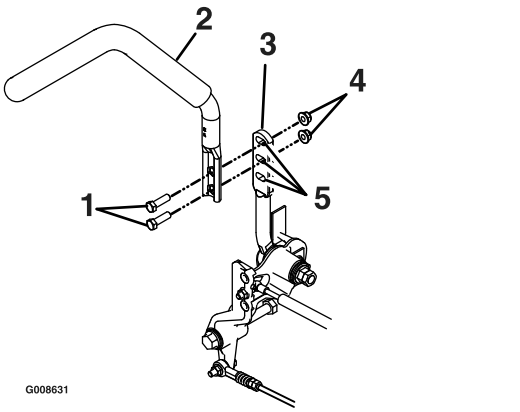

Figure 44
1. Remove the two bolts holding the control lever to the control arm shaft (Figure 44).
2. Loosen the lower bolt just enough to pivot the control lever fore or aft Figure 44. Tighten both bolts to secure the control in the new position.